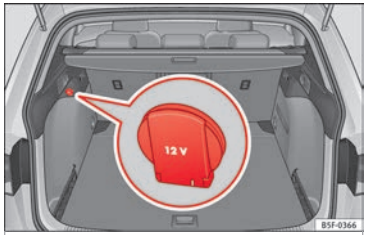

Fig. 158 Detalle del revestimiento lateral del maletero: toma de corriente de 12 voltios (válido sólo para el modelo LEON ST).
– Eleve la tapa de la toma de corriente ››› fig. 158.